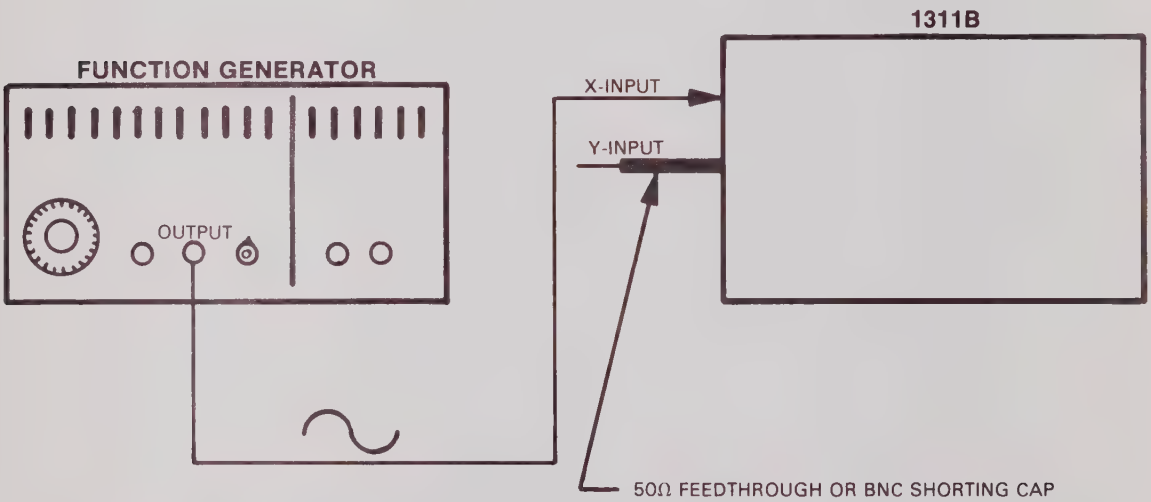

Figure 4-5. Cross Talk Test Setup
a. Connect equipment as shown in figure 4-5.